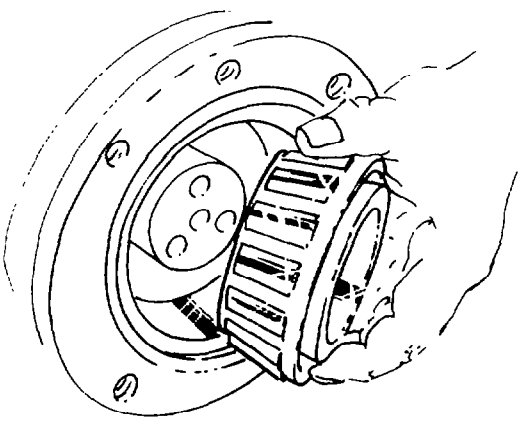

Fig. 326 — Installing Bearing Cone
p. Install the correct sized spacer (determined while preloading the bearing), then install the bearing cone as shown in fig. 326.